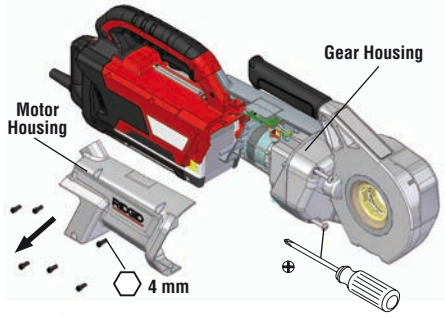

**Figure 2 – Removing Motor Housing**
2. Remove all screws from motor housing. Remove the two screws on gear-housing. Remove the motor housing. *See Figure 2.*